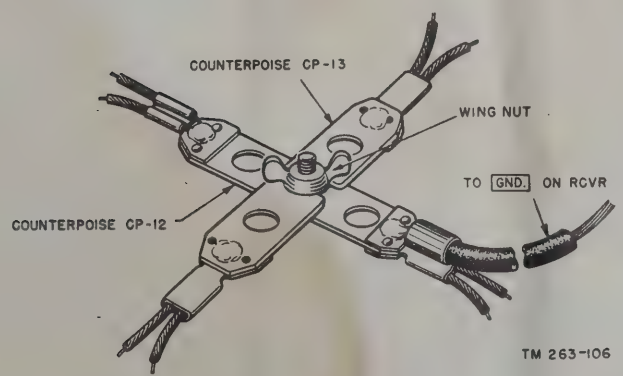

Figure 24. Counterpoises CP–12 and CP–13.
b. Set up the counterpoise by placing link Counterpoise CP–13 on top of Counterpoise CP–12; clamp them together with the wingnut attached (fig. 24).